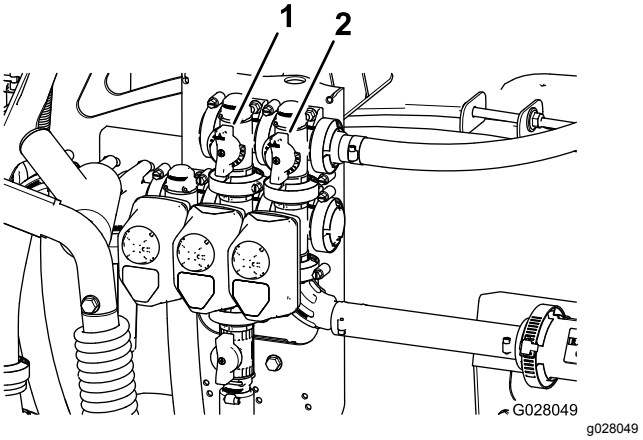

**Figuur 31**
11. Stel de mengomloopklep (Figuur 31) achteraan de mengklep in tot de drukmeter 6,9 bar aangeeft.
9. Stel de omloophendel van de spuitboomhoofdschakelaar af om te bepalen in welke mate de inhoud van de tank gemengd wordt (Figuur 31).